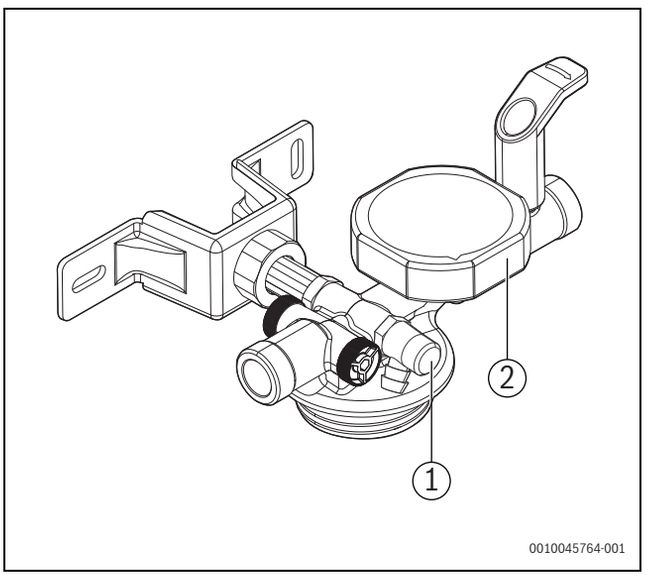

Bild 16 Füllkopf mit Entlüftungshahn/Entleerungsventil
- Entlüftungshahn/Entleerungsventil (→ Bild 16, [1]) so lange öffnen bis luftfreies Wasser austritt.
- Am Entlüftungshahn/Entleerungsventil (→ Bild 16, [1]) behandeltes Wasser entnehmen und die Leitfähigkeit des Wassers (<10 µS/cm) messen bzw. kontrollieren (ggf. Herstellerangaben nach VDI 2035/I beachten).
▶ Deckel des Batteriefachs (→ Bild 16, [2]) abziehen.